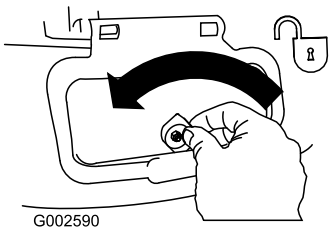

Figuur 30
1. Ontgrendel het deurtje van de zijafvoer (Figuur 30).